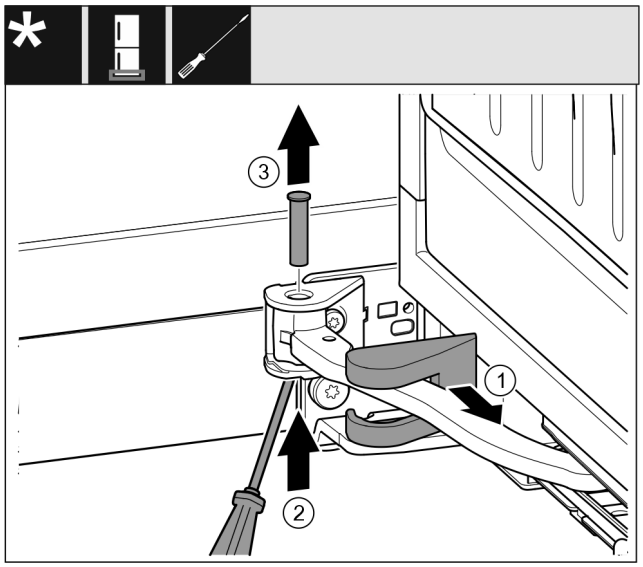

Fig. 14
▶ Stáhněte kryt stojanu ložiska *Fig. 14 (1)* a posuňte podél kloubu.
▶ Čep *Fig. 14 (2)* zespodu nadzvedněte šroubovákem.
▶ Čep *Fig. 14 (3)* vytáhněte shora.